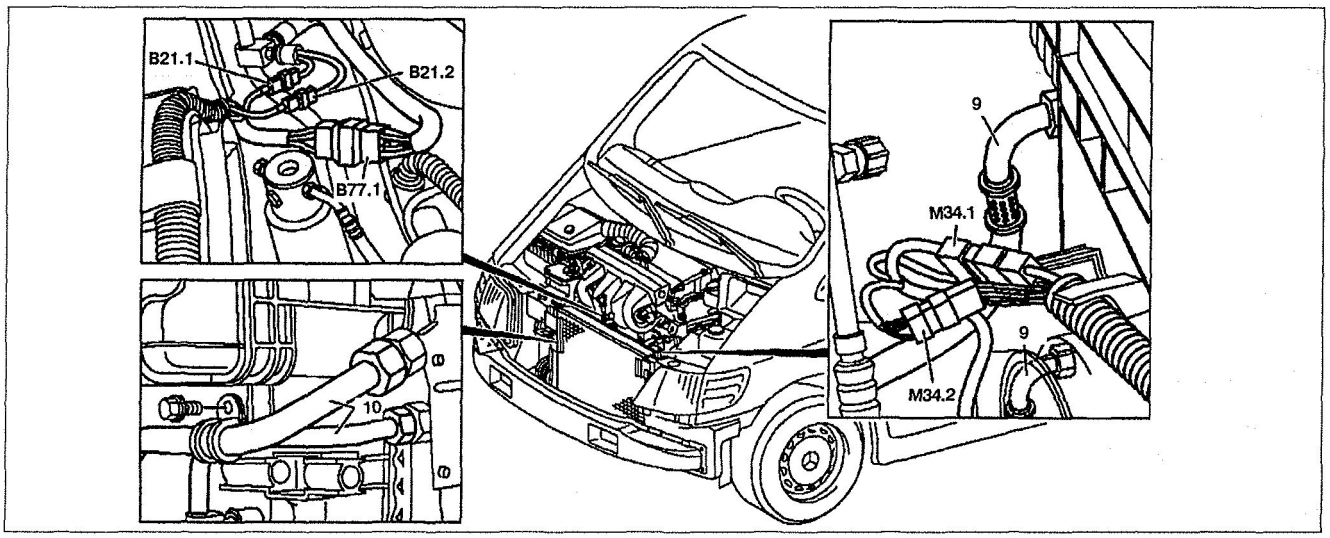

Рис. 2.100. Отсоединение электропроводки от радиатора:
7. Отсоедините трубки охлаждающей жидкости **9** от радиатора **6** (см.рис.2.100).